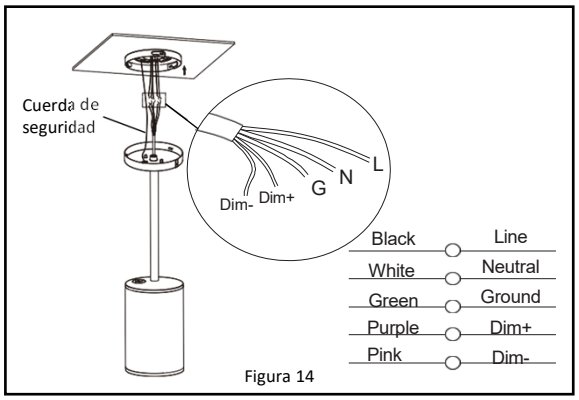

Figura 14
6. Realice las conexiones de cableado de acuerdo con la ***Figura 14.***